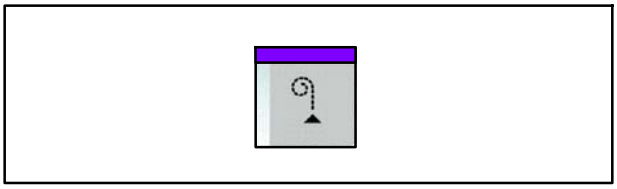

Fig. 126 Touche Ouvrir la porte roulante
1. Appuyer sur la touche Ouvrir la porte roulante (Fig. 126) jusqu'à ce que la porte roulante soit complètement ouverte.
1. Appuyer simultanément sur les deux touches Fermer la porte roulante (Fig. 126) (commande bimanuelle) jusqu'à ce que la porte roulante soit fermée ou qu'elle se trouve dans la position désirée.